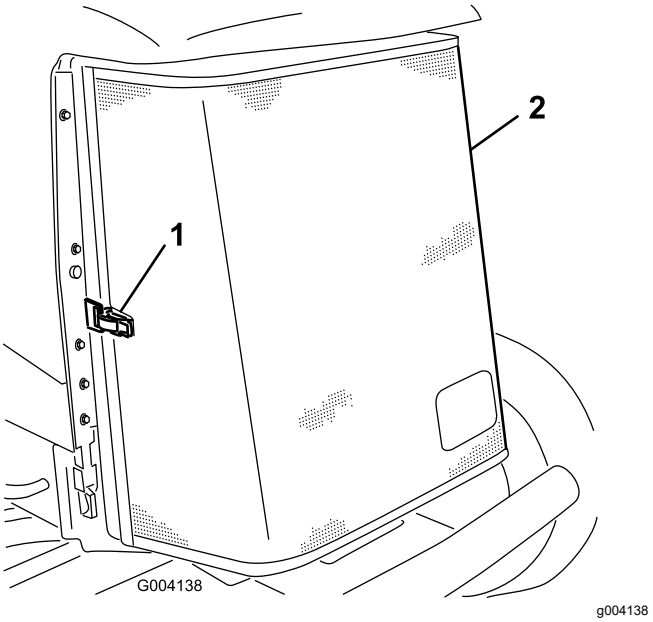

**Figuur 109**
5. Ontgrendel het achterscherm en draai het open (Figuur 109).